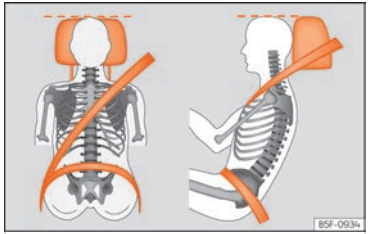

Fig. 18 Banda del cinturó i reposacaps ajustats correctament.
- Ajusteu el reposacaps de manera que la vora superior quedi, en la mesura que sigui possible, a l'altura de la part superior del cap, i mai per sota dels ulls. Mantingueu el clatell al més a prop possible del reposacaps ››› fig. 18.
- Ajusteu longitudinalment el seient de manera que pugueu trepitjar a fons els pedals amb els genolls lleugerament flexionats i que quedi una distància entre la zona dels genolls i el tauler d'instruments d'almenys 10 cm (4 polzades) ››› fig. 18.